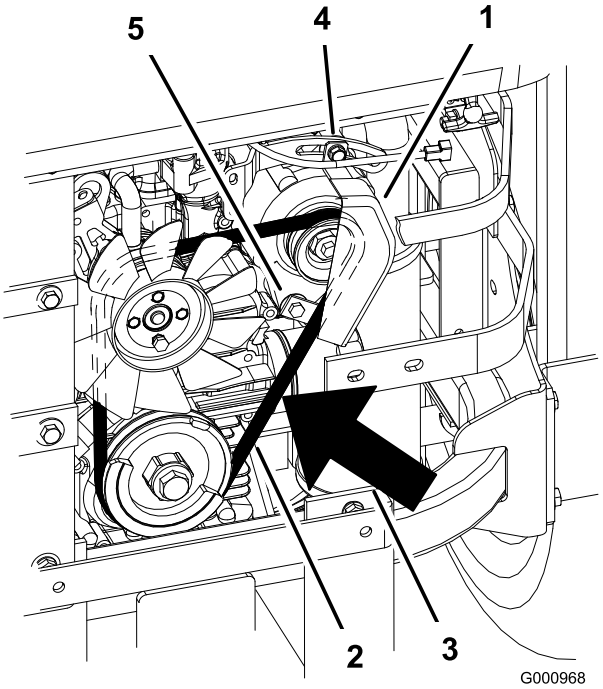

Figur 66
2. Juster generatoren til utsiden inntil du kan trykke ned remmene med 7 til 9 mm mellom motoren og generatorens remskiver med 10 kgf styrke (Figur 66).
5. Hvis svikten er korrekt, strammer du øvre og nedre bolt (Figur 66).